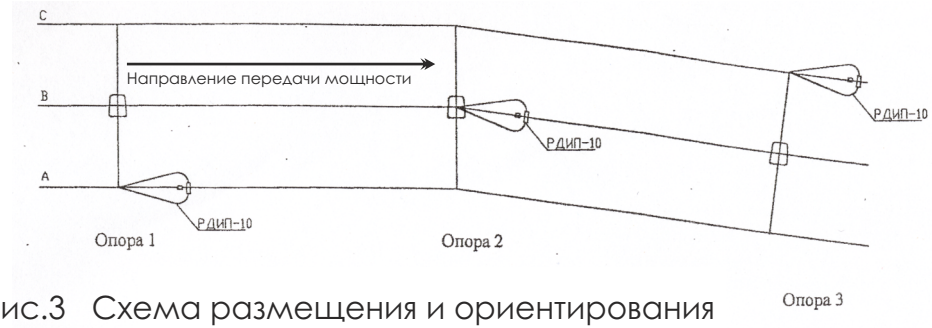

Рис.3 Схема размещения и ориентирования разрядников РДИП-10 на двухцепной ВЛ 6, 10 кВ.
2.2.2 На двухцепных ВЛ разрядники устанавливаются по 2 шт. на каждую опору, на одну пару одноименных фаз, по одному разряднику на каждую цепь, с тем же принципом чередования защищаемых фаз, что и для одноцепных ВЛ (см. рис.3).